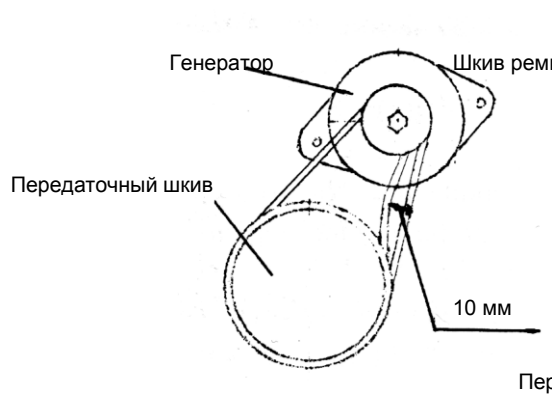

Рис. 4-19.
5. Приводной ремень генератора (Рис. 4-19).